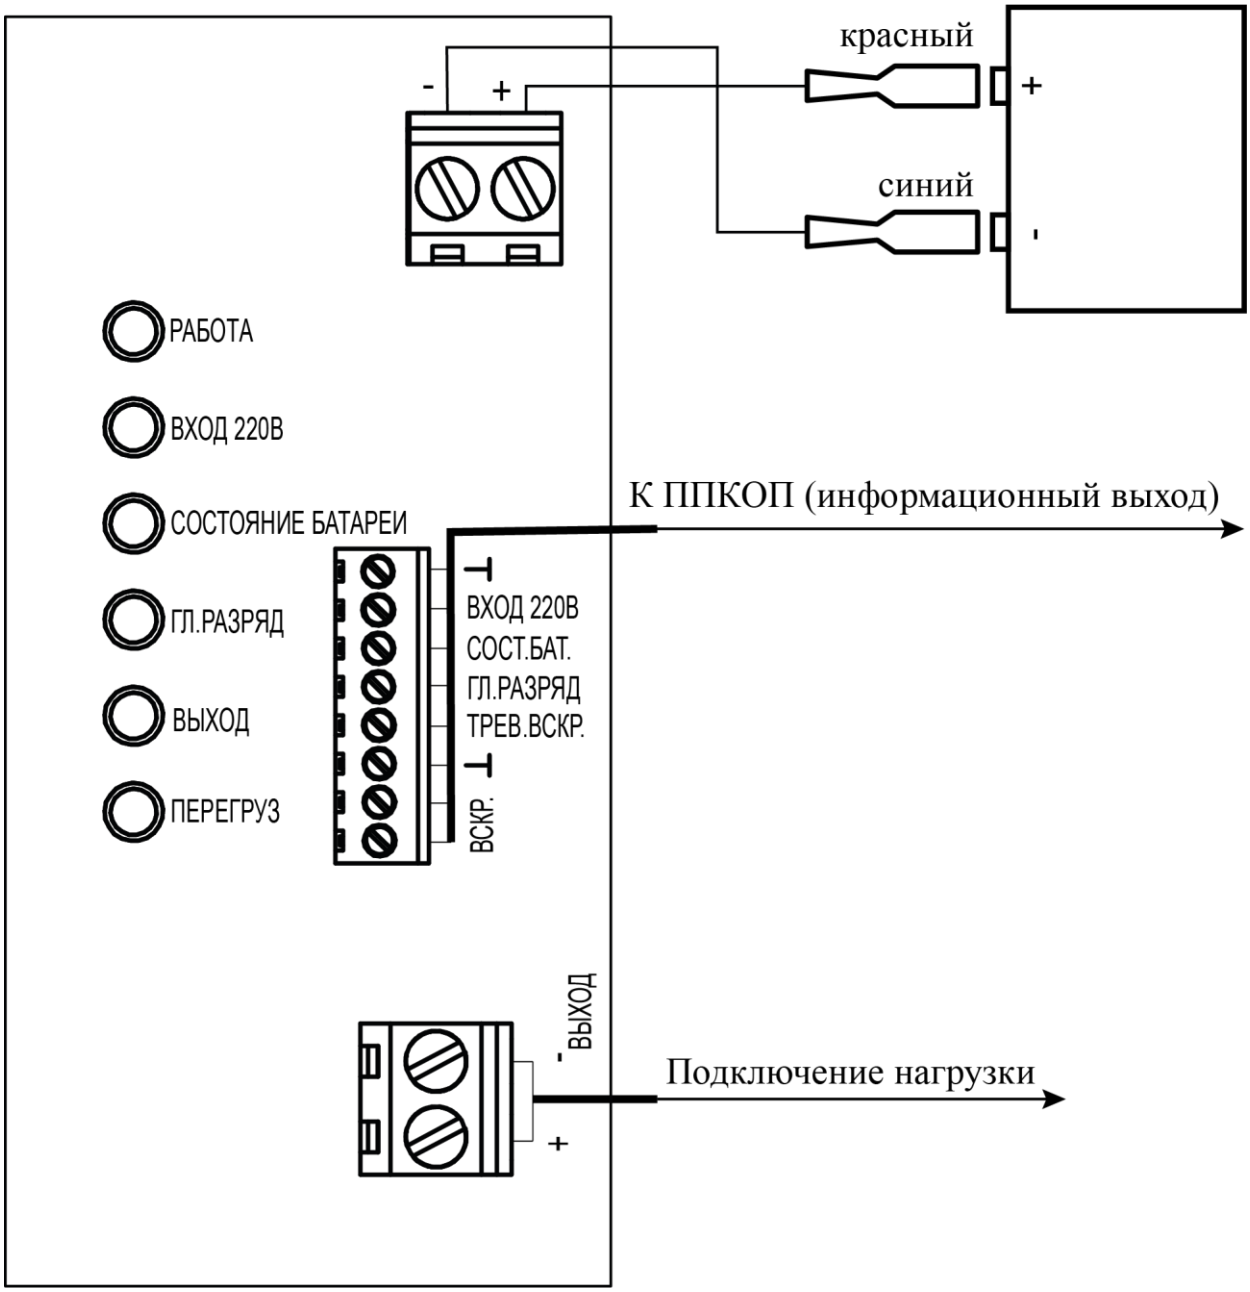
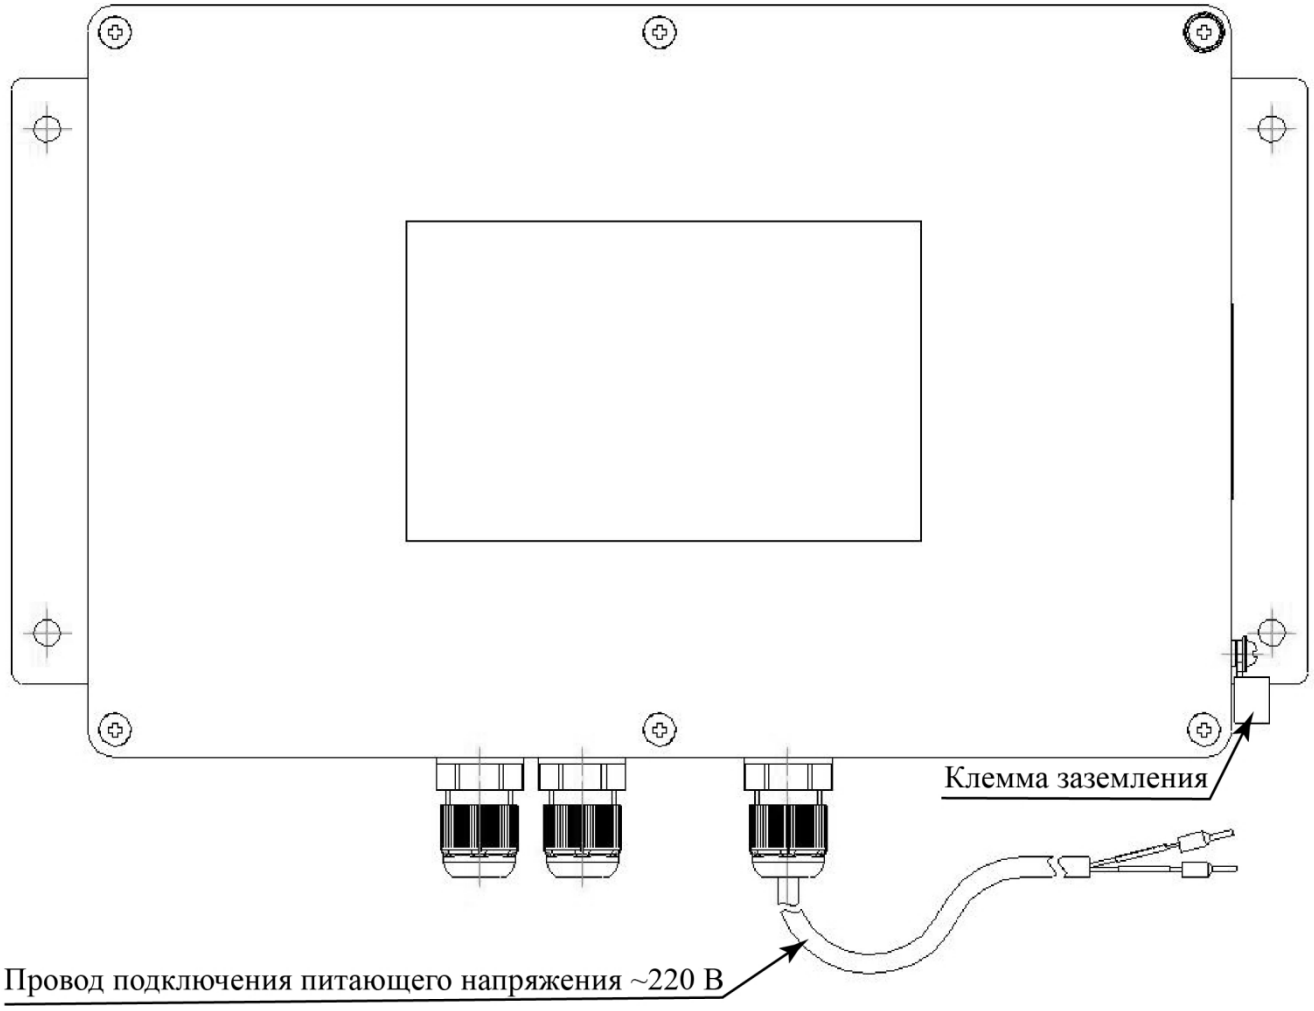

Рисунок 4
Рисунок 5
Произвести подключение внешних цепей в соответствии со схемой подключения (рисунок 4 и рисунок 5) в следующей последовательности:
– подключить провод заземления (рисунок 5);
– подключить провод нагрузки (рисунок 4);
– подключить информационный выход (рисунок 4);
– установить и подключить аккумуляторную батарею (рисунок 4);